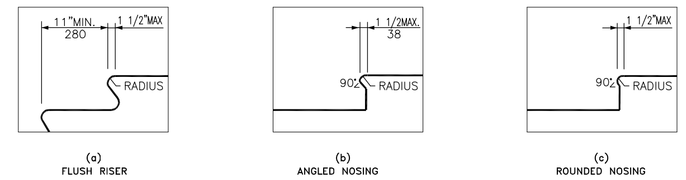

FIG. 18
4.9.2 TREADS & RISERS. ON ANY GIVEN FLIGHT OF STAIRS, ALL STEPS SHALL HAVE UNIFORM RISER HEIGHTS AND UNIFORM TREAD WIDTHS. STAIR TREADS SHALL BE NO LESS THAN 11" (280mm) WIDE, MEASURED FROM RISER TO RISER (SEE FIG. 18(a)). OPEN RISERS ARE NOT PERMITTED ON ACCESSIBLE ROUTES.
4.9.3 NOSINGS. THE UNDERSIDES OF NOSINGS SHALL NOT BE ABRUPT. THE RADIUS OF CURVATURE AT THE LEADING EDGE OF THE TREAD SHALL BE NO GREATER THAN 1/2" (13mm). RISERS SHALL BE SLOPED FROM THE UNDERSIDE OF THE NOSING SHALL HAVE AN ANGLE NOT LESS THAN 60 DEGREES FROM THE HORIZONTAL. NOSINGS SHALL PROJECT NO MORE THAN 1-1/2" (38mm) (SEE FIG. 18).